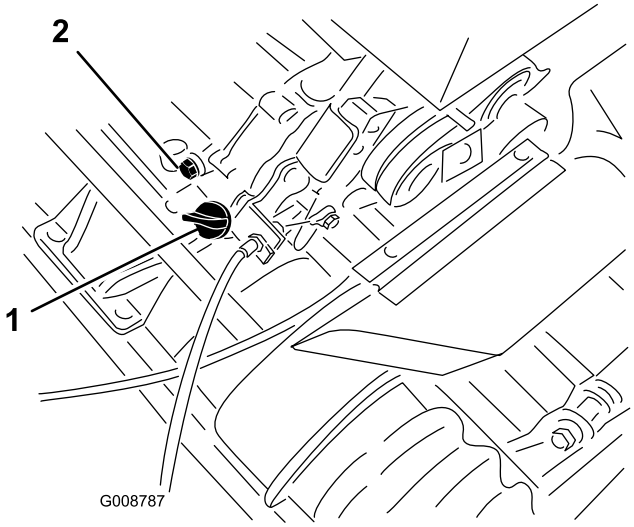

**Figur 22**
1. Placer plæneklipperen, så motoren er vandret, og rengør området omkring oliestandsmåleren (Figur 22).
2. Anbring en drænbakke under bagenden af maskinen, direkte under aftapningsproppen (Figur 22).